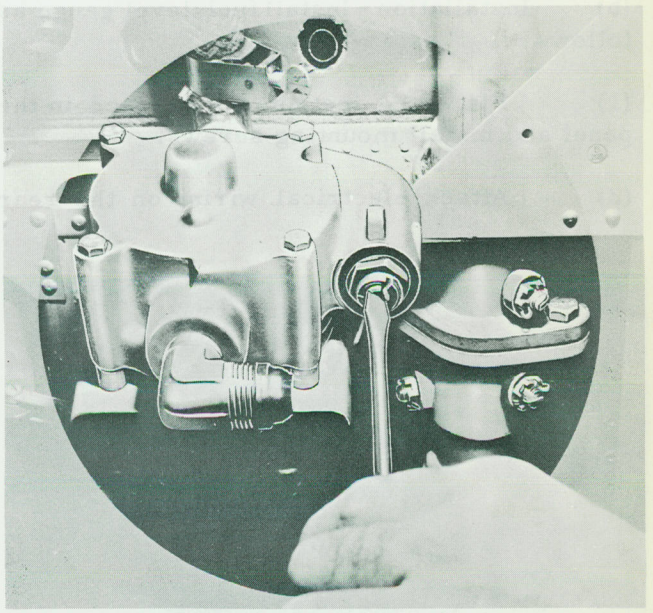

Figure 5-22 Wobble Pump Relief Valve
(1) Place tank selector valve in "ON" position.
(2) Operate wobble pump and build up pressure in the system.
(3) Pressure relief valve should open at a pressure between six and ten pounds as indicated on the fuel pressure gauge.
(4) To adjust valve to the proper pressure remove cap, loosen the lock nut, and turn adjusting screw clockwise to increase pressure or counterclockwise to decrease pressure (Figure 5-22).